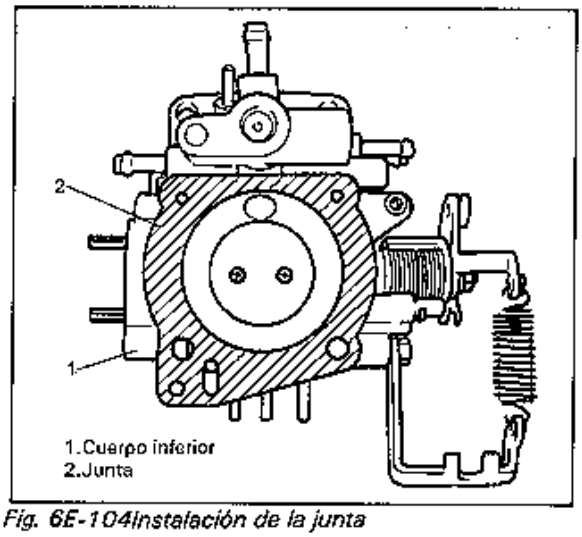

Fig. 6E-104Instalación de la junta
3. Apriete los tornillos indicados "5" en la Fig. 6E-102 al par especificado.